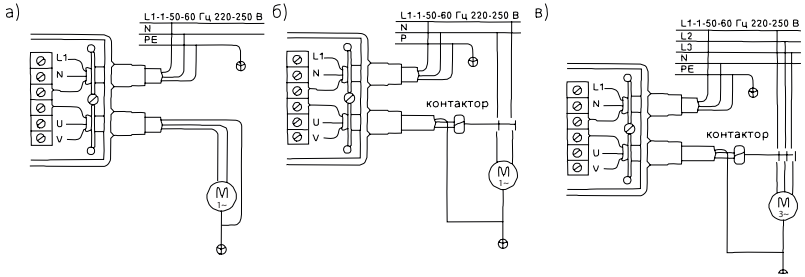

Рис. 13. Варианты подключения разных электронасосов к контроллеру
- Контроллер может управлять однофазным электронасосом большей мощности (рис.13б) или трехфазным электронасосом (рис.13в) через дополнительный контактор.